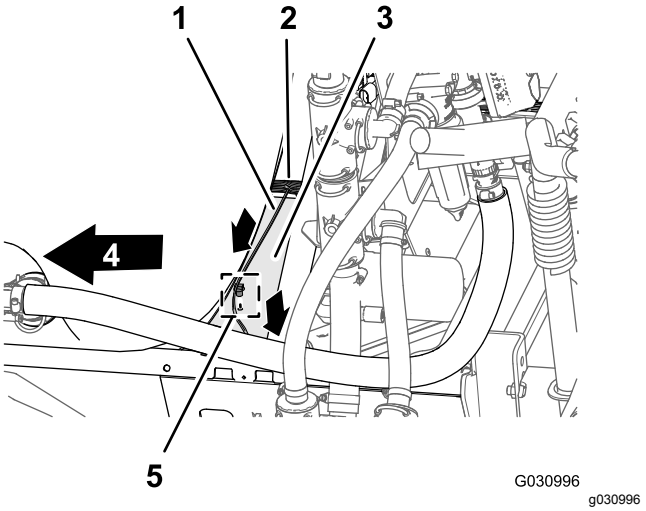

Figur 127
1. Dra kablagedelen på 86 cm för sprutpumpens elektromagnet över sprutramskanalen och ned mot sprutpumpens elektromagnet (Figur 127).
2. För in granförankringarna på kablagedelen på 86 cm i sprutramskanalens hål (Figur 127).